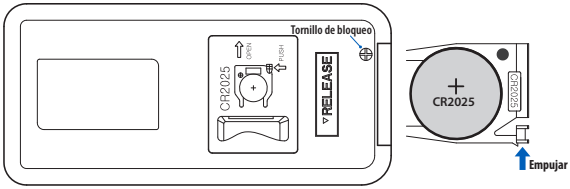

Figura 4
- Para reemplazar la batería, retire el tornillo de bloqueo con un destornillador Phillips pequeño, luego presione la pestaña en la izquierda del soporte de la batería hacia la derecha y retire el soporte de la batería del control (ver **Figura 4**), como se muestra en el diagram en la parte de atrás del control. Coloque una batería “CR2025” nueva en el soporte con el lado positivo (+) hacia arriba. Coloque el soporte de nuevo en el control y asegúrelo con el tornillo de bloqueo.